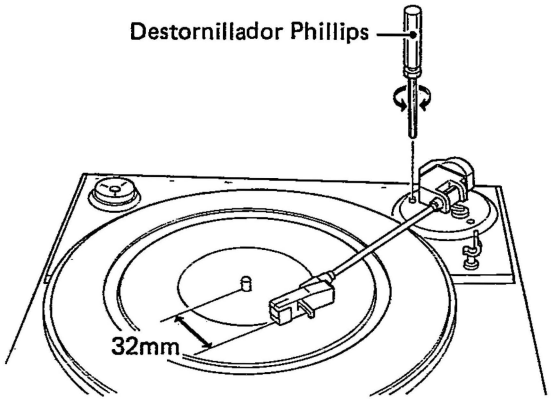

Fig. 10-3 Ajuste de retorno automático
5. Dejar de girar el tornillo de ajuste en el punto en el que haya un espacio de 32mm entre la aguja de la cápsula y el eje central. (Fig. 10-3)